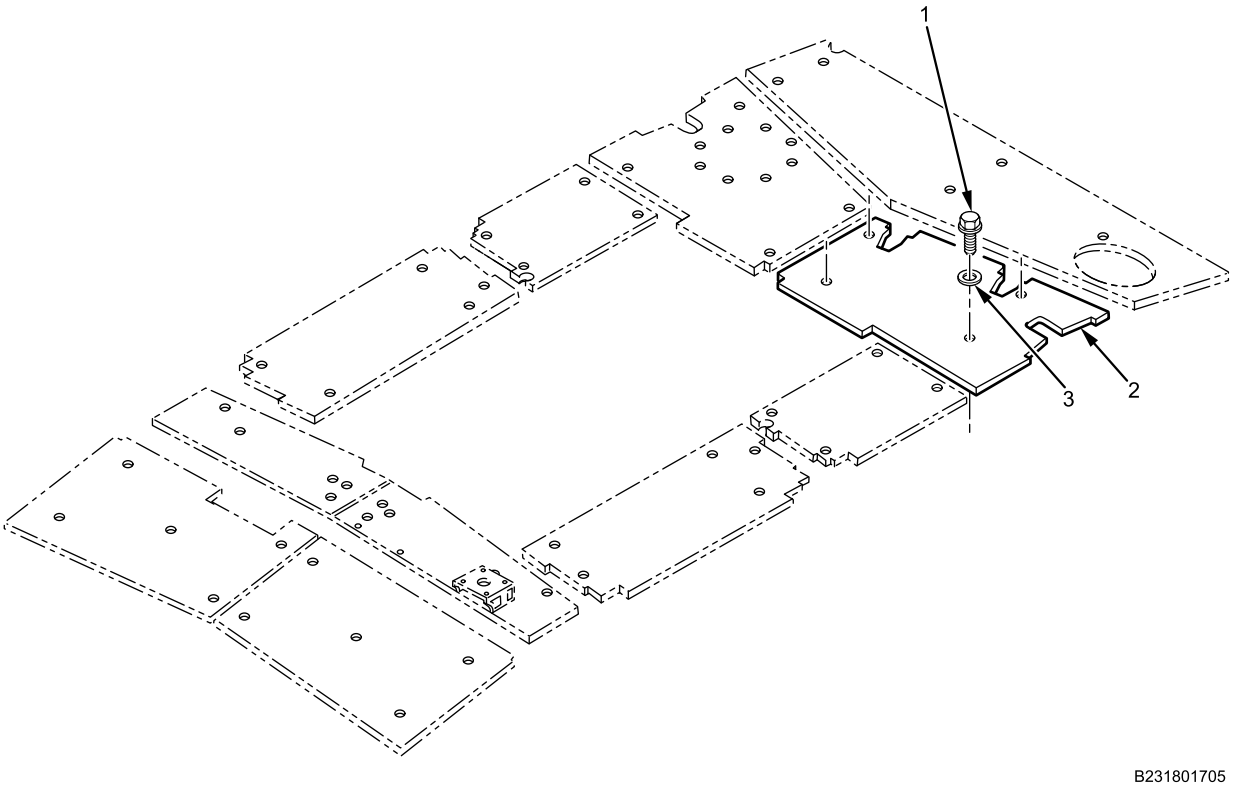

Figure 1. Roof Armor Rear Panel.
1. Remove four bolts (Figure 1, Item 1) and washers (Figure 1, Item 3) from roof armor rear panel (Figure 1, Item 2).
2. With assistant, remove roof armor rear panel (Figure 1, Item 2).